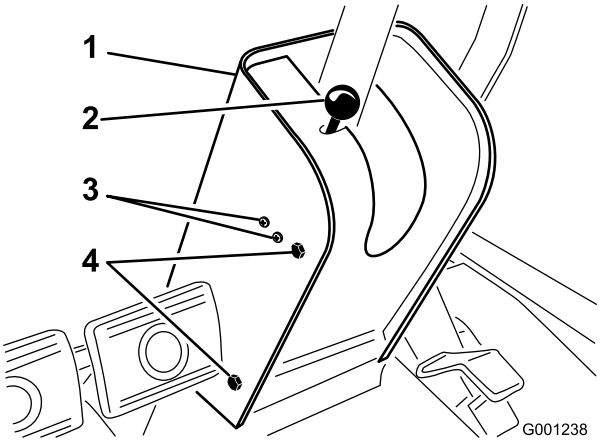

Figur 60
2. Fjern knotten fra parkeringsbremsestangen og skruene fra styretårnsdekselet (Figur 60).
4. Løsne skruene og mutterne som fester parkeringsbremsebryteren til venstre side av styretårnet (Figur 60).